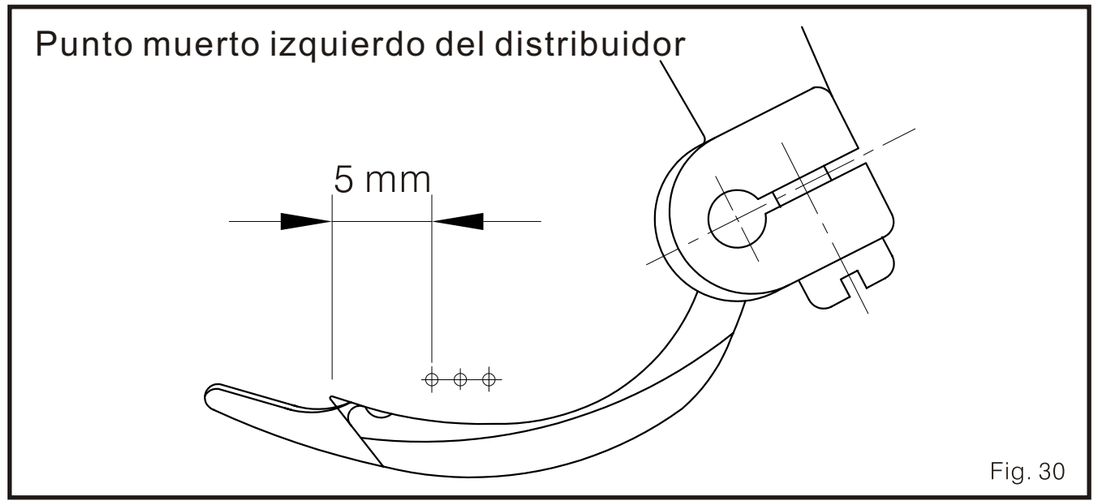

Fig. 30
3. Cuando la punta del distribuidor mueva al punto muerto izquierdo, la punta de esta curvatura es de 5mm desde el centro de la aguja izquierda (Fig. 30)